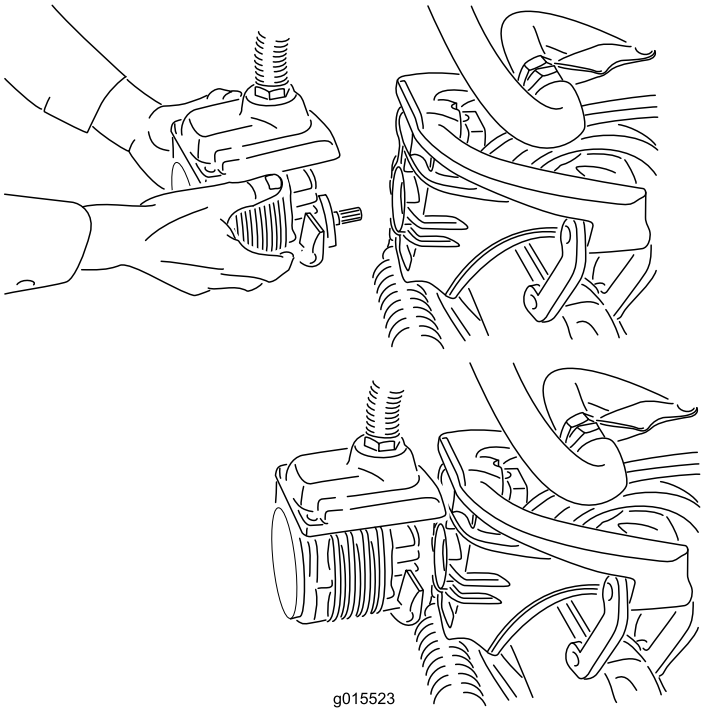

Figuur 40
4. Zet de motor in de opbergruimte op de voorkant van de ophangarm (Figuur 40).